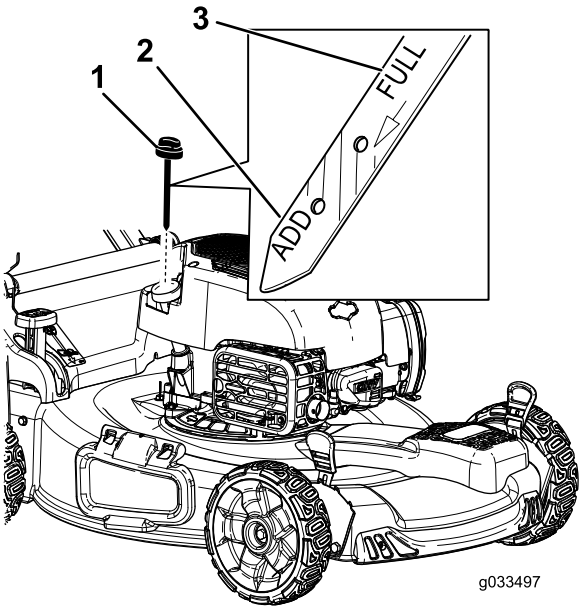

Figur 32
6. Ta ur oljestickan ur oljepåfyllningsröret (Figur 32).